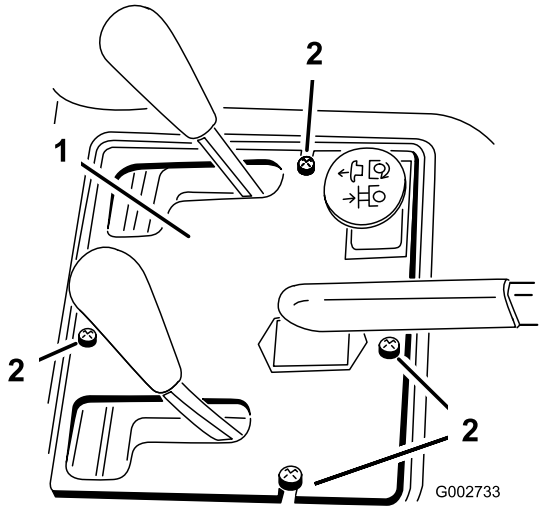

Figur 35
2. Fjern de (4) skruer, der fastgør kontrolpanelet på stellet (Figur 35).